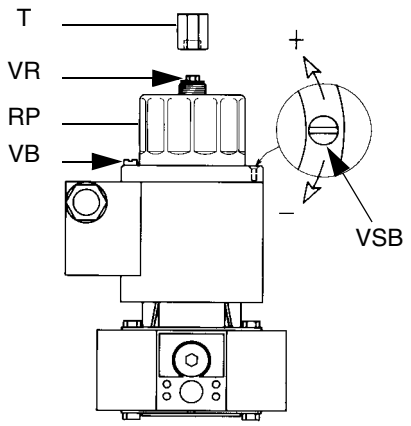

Fig. 18
- Para regular la válvula gas aflojar el tornillo VB (Fig. 18) y girar el regulador RP según se desee: Atornillando la válvula se cierra, destornillando se abre.